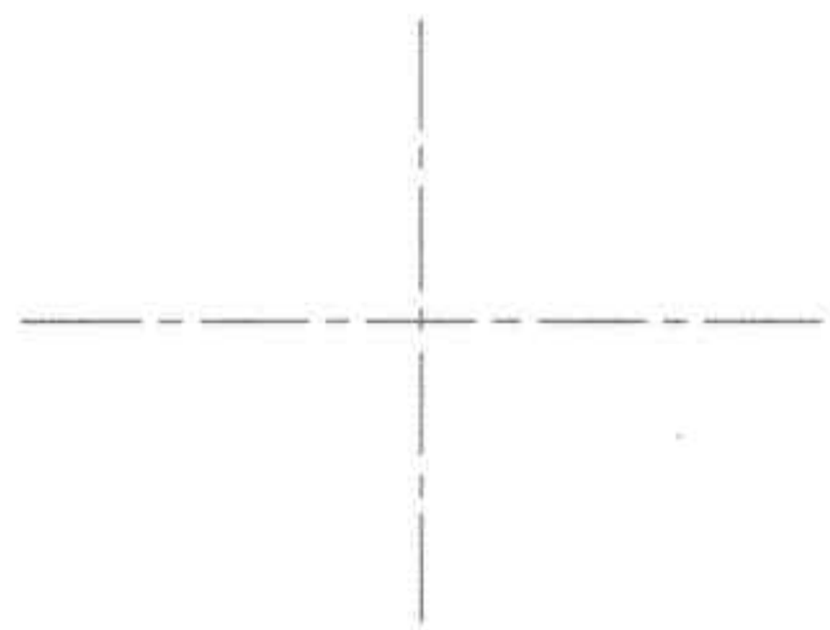

图21-2 绘制中心线
Step 02 将“中心线”置为当前层，执行“直线”命令，绘制两条相互垂直的中心线，如图 21-2 所示。